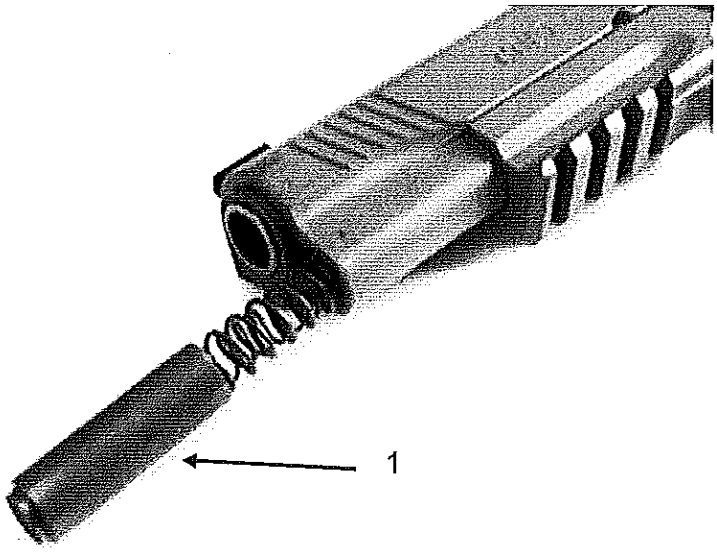

Figure A-9. Remove Recoil Spring Plug.
4. Remove the recoil spring plug (see fig. A-9, item 1 on page 169) from recoil springs.